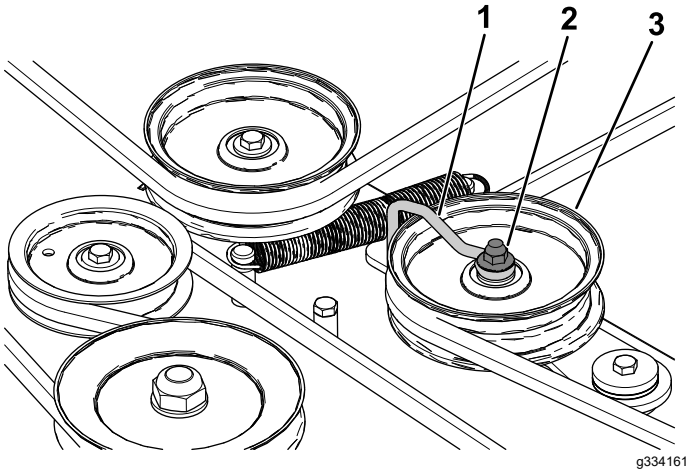

Rysunek 61
6. Poluzuj nakrętkę mocującą wygięty drut do jałowego koła pasowego (Rysunek 61).
10. Dokręć nakrętkę mocującą wygięty drut do jałowego koła pasowego (Rysunek 61).
Informacja: Załóż wygięty drut na ramieniu jałowego koła pasowego w sposób pokazany na Rysunek 61.